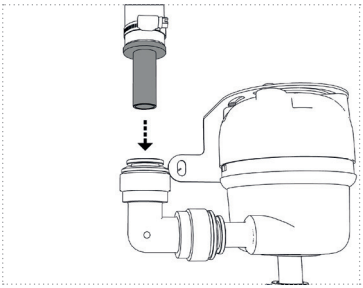
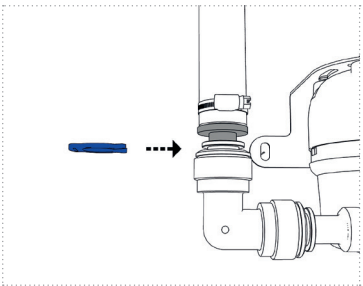

Figure 12a
Figure 13
5. Now guide the hoses directly into the water connections of the UV unit up to the stop (Figures 12a and 12b). In all cases, secure all push-in connections with the included „safety rings" (Figure 13).